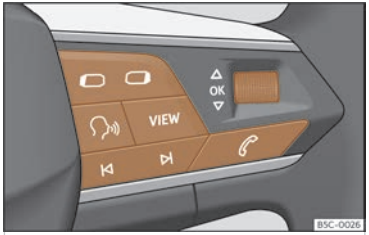

Fig. 11 Costat dret del volant multifunció: tecles per utilitzar els menús i les indicacions informatives del quadre d'instruments (segons versions).
Mentre hi hagi un advertiment amb prioritat 1 >>> pàg. 24, no es podrà accedir a cap menú. Alguns advertiments es poden confirmar i amagar amb la tecla OK del volant multifunció >>> fig. 11.
- Si es mostra un missatge o el pictograma d'un vehicle, premeu la tecla OK >>> fig. 11; si cal, feu-ho diverses vegades.